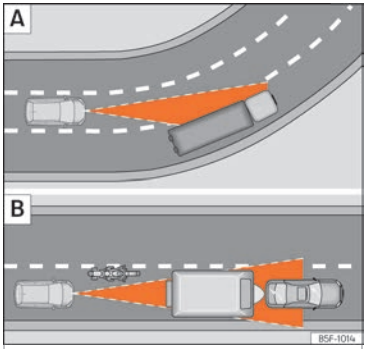

Fig. 155 A Vehicle on a bend. B Motorcyclist ahead, out of range of the radar sensor.
The ACC may not detect the vehicle in front on a curve, or may regulate the distance from vehicles in other lanes ››› Fig. 155 A.
- Vehicles that are not aligned while driving or that are outside the sensor's detection area, such as motorcycles ››› Fig. 155 B